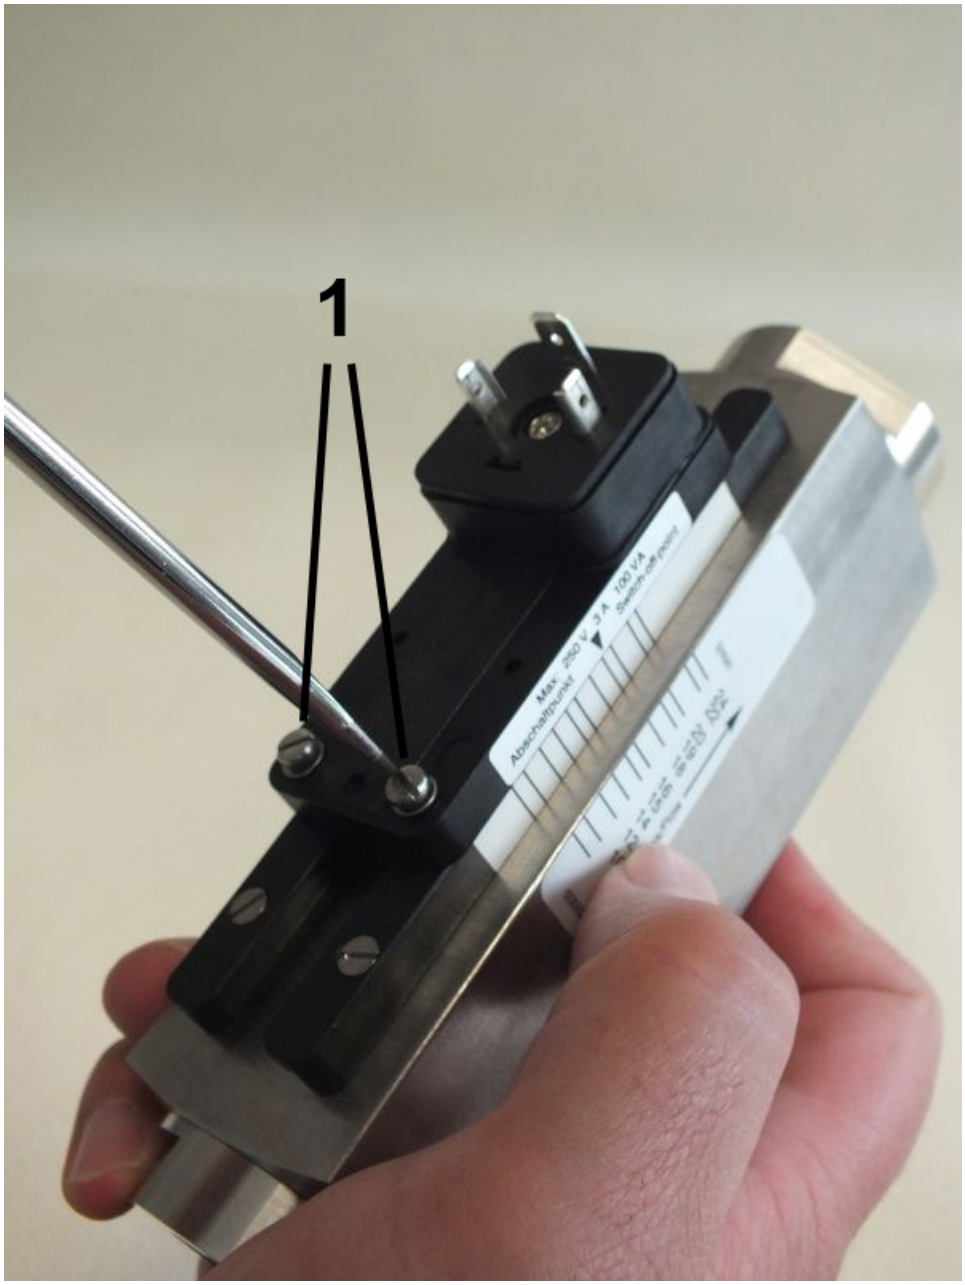

Fig. 38: Loosen the set screws
1. Loosen the set screws of the switch contact (*Fig. 38*/1) using a flat-bladed screwdriver.
3. Tighten the set screws of the switch contact (*Fig. 38*/1) using a flat-bladed screwdriver. When doing so, observe the correct tightening torque of the screws.